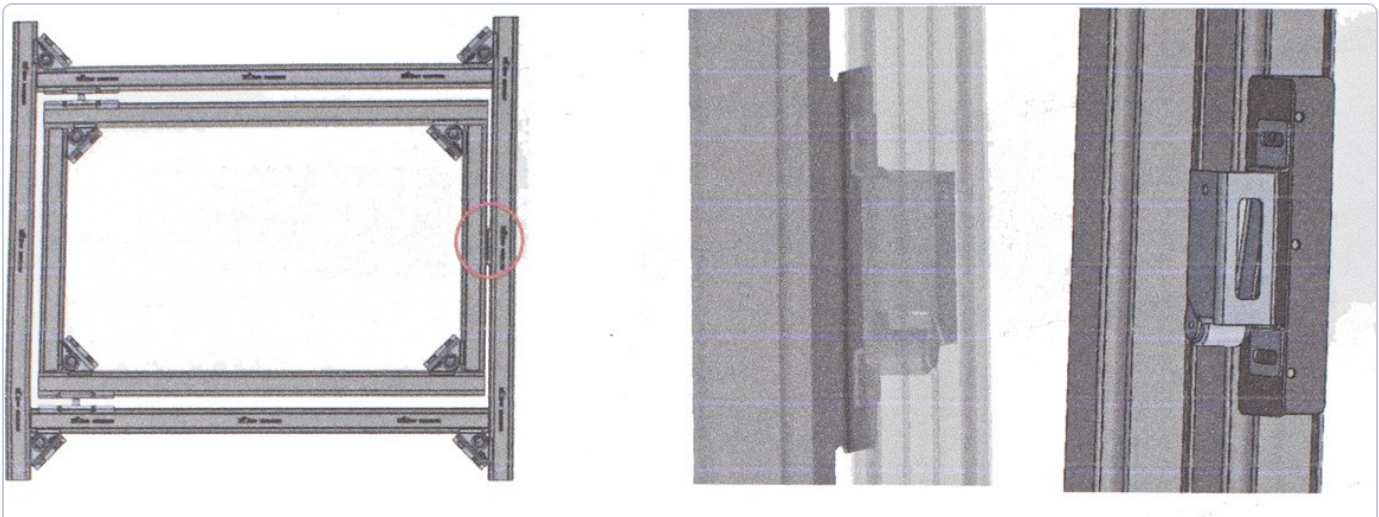

Рис. 5. Уголок с защёлкой на каркасе люка и откидной замок с магнитом
1. Установить уголок с защёлкой на каркас ревизионного люка на два самореза. Положение магнита определить по месту после установки замка (рис. 5).